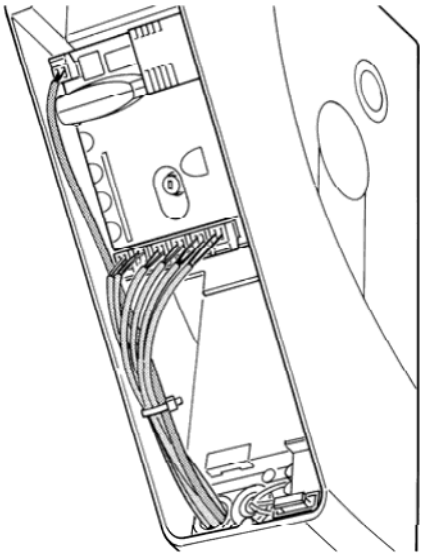

Рис. 6
2. Ослабьте свободный кабельный зажим и проведите кабели к разъемам блока управления. Длина кабеля должна быть на 20÷30 см длиннее, чем требуется. См. таблицу 1 с указанием типа кабеля и рис.6 соединения).